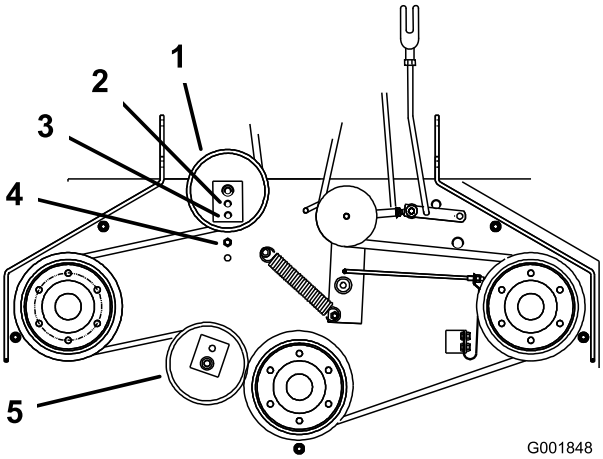

Figur 45
6. Hvis spændemøtrikken ikke kan drejes mere, og remmen stadig er løs, skal den bageste styreremskive placeres ved det midterste eller det forreste hul (Figur 45). Brug det hul, der vil medføre den korrekte justering.
7. Når styreremskiven flyttes, skal remstyret også flyttes. Flyt remstyret til den forreste position (Figur 45).